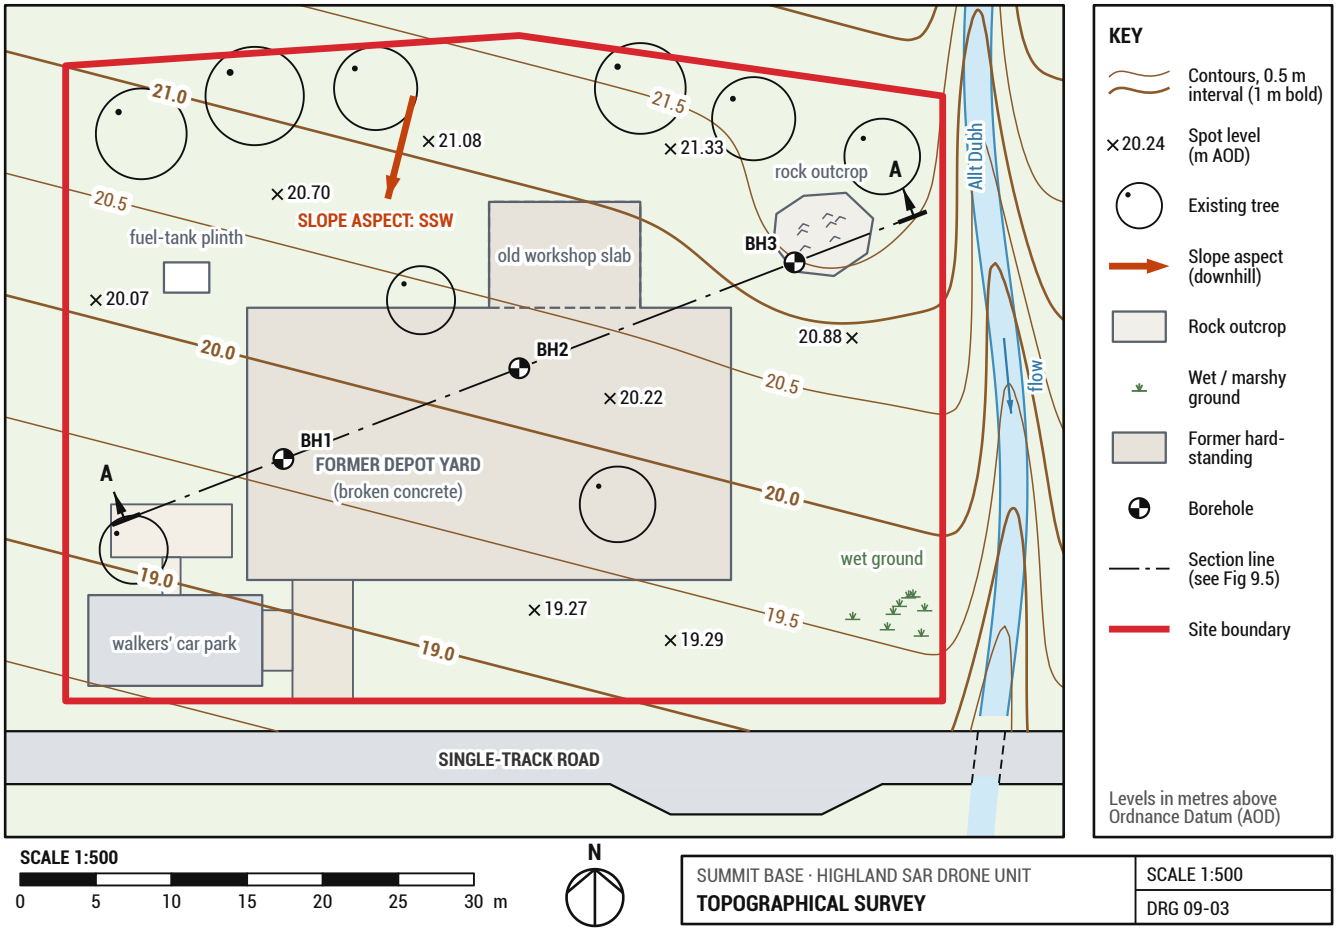

Fig 9.3 Topographical survey of the former depot at 1:500, with boreholes and section line A–A (used in 9.6).
- Where contours cross a stream they form a **V pointing upstream**: see the burn on Fig 9.3.
On Fig 9.3 the 20.0 and 20.5 contours are about **8 m** apart, measured at right angles with the scale bar.
1 The landscape architect uses the topographical and feature surveys (Figs 9.3, 9.7).